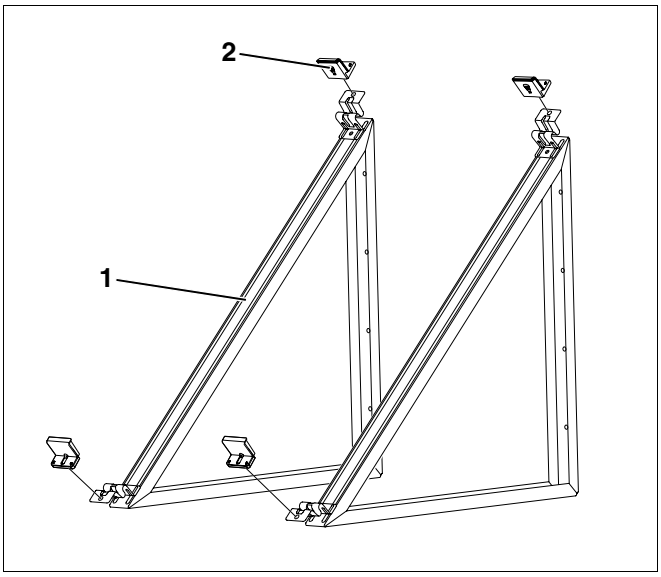

Afb. 5 Staander voor plat dak 45°
4.2.3 Montageset staander voor plat dak 45° (per collector) – afb. 5